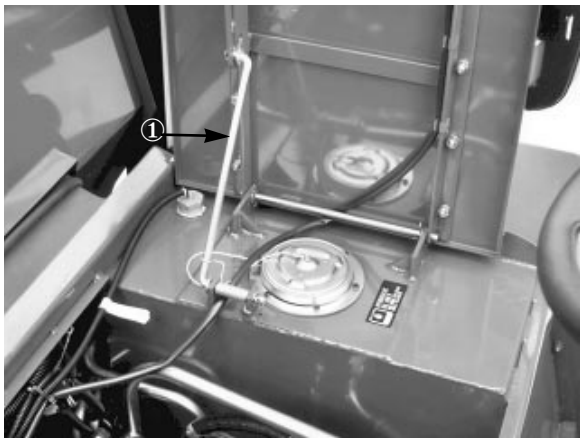

Fig. 16
2. Løft setet og støtt det i oppreist stilling med setets støttestang (fig. 16).